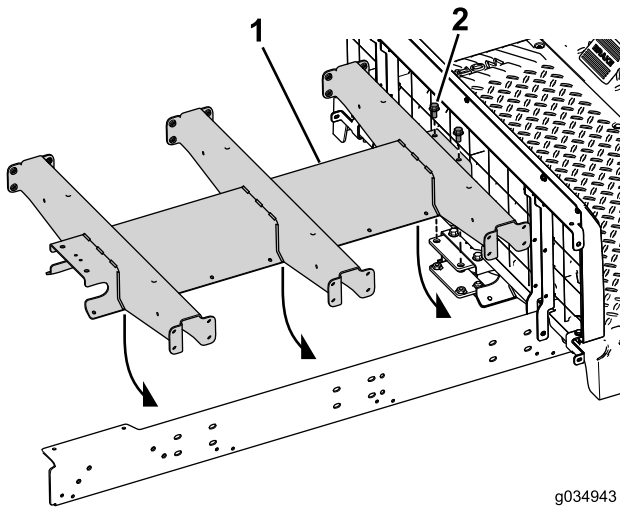

Figure 24
4. Insert the 2 bolts (3/8 x 3/4 inches) through the center channel and rear mount (Figure 24).